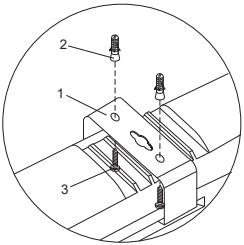

Рисунок 5
4.9 Монтаж светильника на рабочую поверхность производить при помощи монтажных скоб и крепежа, входящих в комплект поставки (рисунок 5):